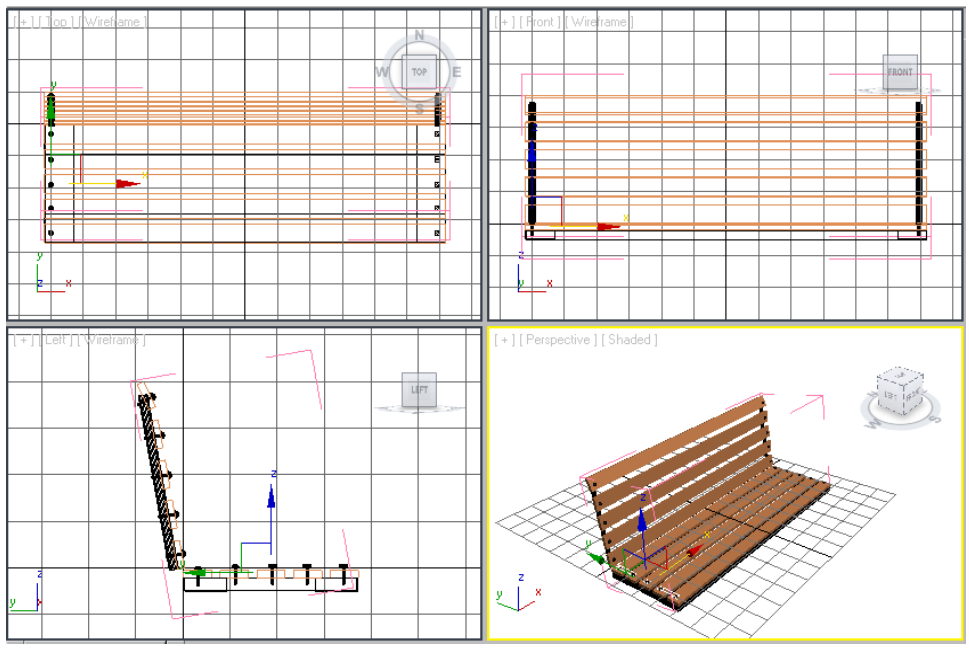

Figure 3-65 *Alignment of the left side seat rivets in all viewports*
15. Align the *left side seat rivets* using the **Select and Move** tool in all viewports, as shown in Figure 3-65.